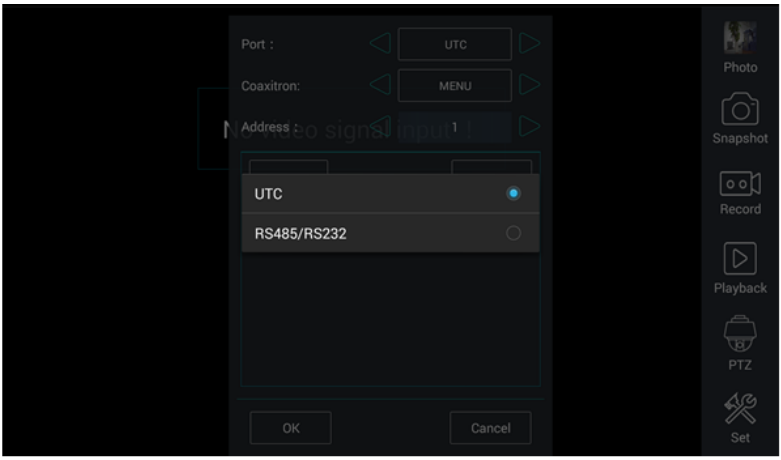

Рис. 118 Выбор UTC для управления PTZ камерой
2) Выберите в настройках PTZ порт (Port) – UTC – управление по коаксиальному кабелю (рис. 118) Значение MENU – вызывает OSD меню самой видеокамеры;